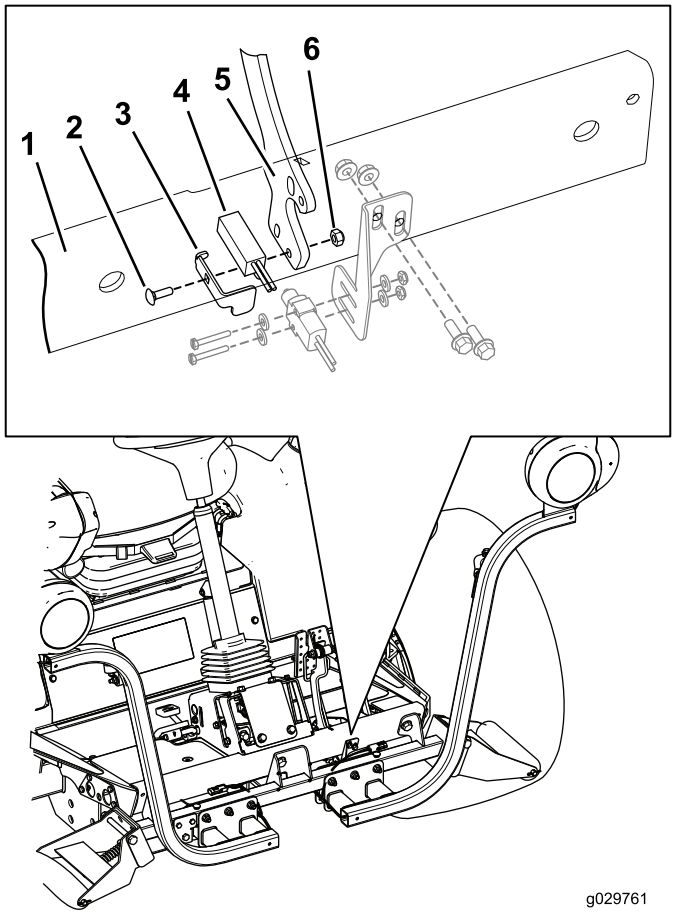

Figure 20
1. Disassemble the proximity-sensor assembly on the brake-pedal lever (Figure 20) and set aside all the parts except the proximity sensor.
2. Assemble the proximity-sensor assembly to the brake lever using the carriage bolt (#10 x 5/8 inch), brake-sensor plate, proximity sensor, and locknut (#10) as shown in Figure 20.